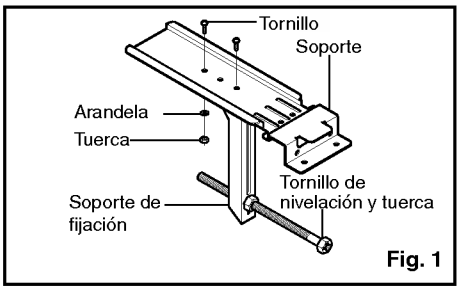

Fig. 1
1. Colocar sin apretar el soporte a la parte inferior de la fijación usando los tornillos y arandela y tuercas. Colocar el tornillo y la tuerca de nivelación. (Fig. 1)